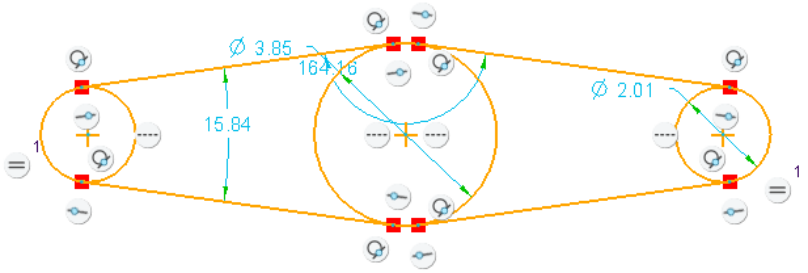

Figure 3-38 *Tangent lines drawn on the circles*
5. Similarly, using the **Line Tangent** tool, draw the other tangents through the bottom-most points of the left, middle, and right circles, as shown in Figure 3-38.